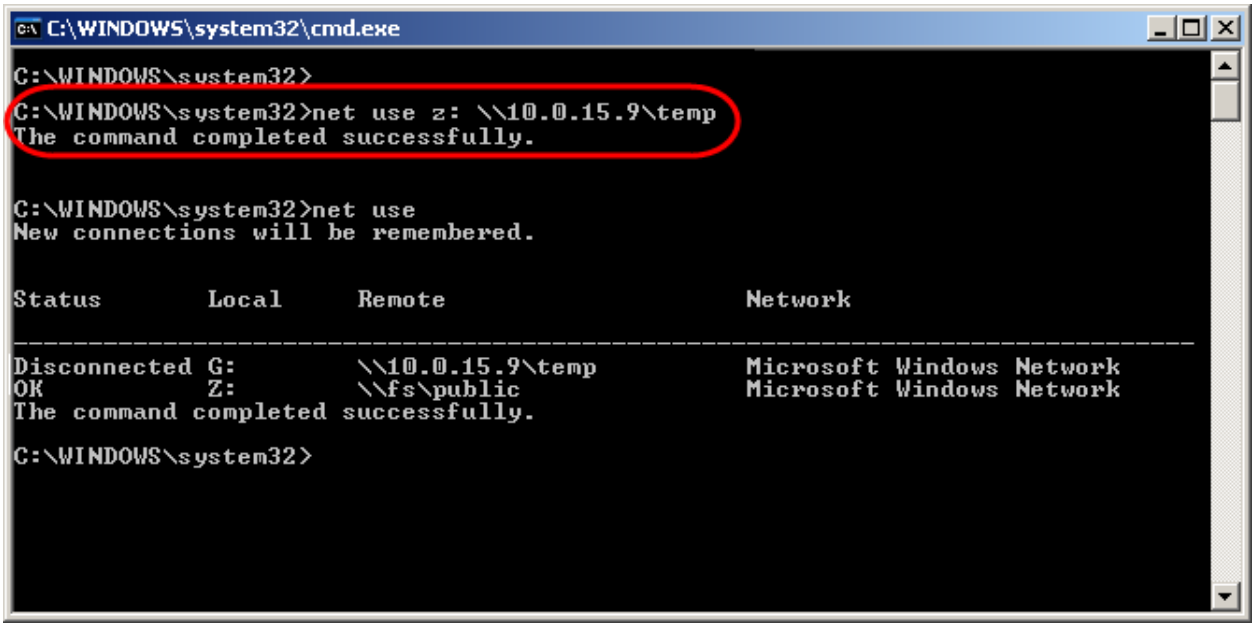

Figure 13.2-1 Windows command prompt box
2. Enter «net use Z: \\Address\Folder» in command prompt; **Z** is letter of Roman alphabet that will represent net disk in the system, , **Address** is IP-address of net disk, **Folder** is a name of folder (Figure 13.2-1).